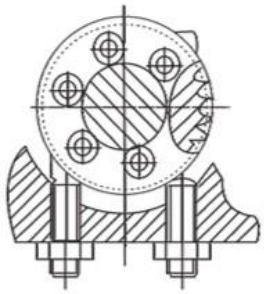

Рис.5
6.2. Настройка механических упоров (рис. 5)